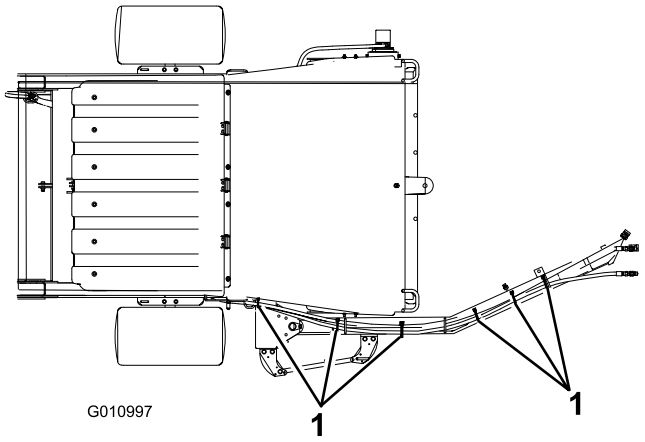
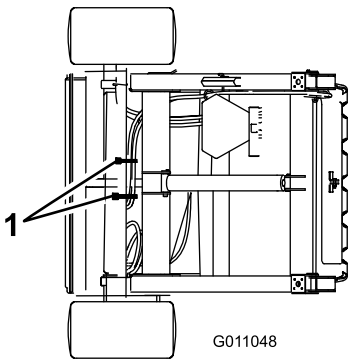

Figur 11
Figur 12
2. Fest de hydrauliske slangene og ledningsfastspenneren som vist i Figur 11 og Figur 12.